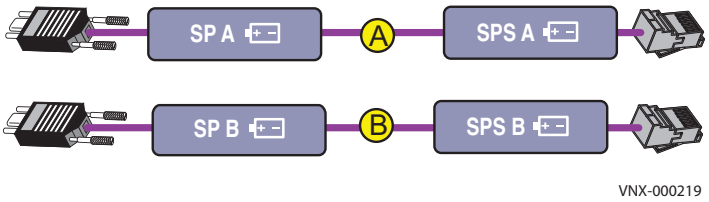

**Figure 25** SPS cables
1. Locate the cables as shown in Figure 25. These cables have RJ45 connections on one end and a 9-pin mini-connector on the other.